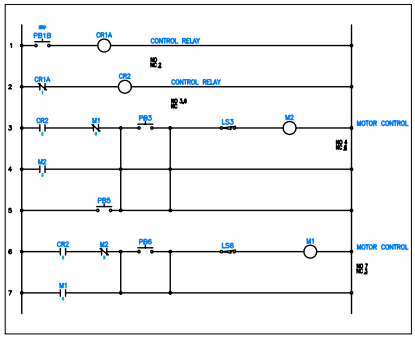

Figure 6-52 *Wires inserted in the ladder*
8. Press ENTER to exit the command. Figure 6-52 shows the wires inserted in the drawing.